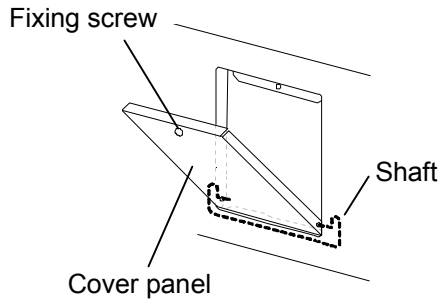

Fig. 1
1. Remove a cap for the fixing screw on the panel cover for mounting space of temperature recorder. Remove the fixing screw and open the panel cover. Remove the panel cover by pushing the shaft on both sides outward. [Fig. 1]